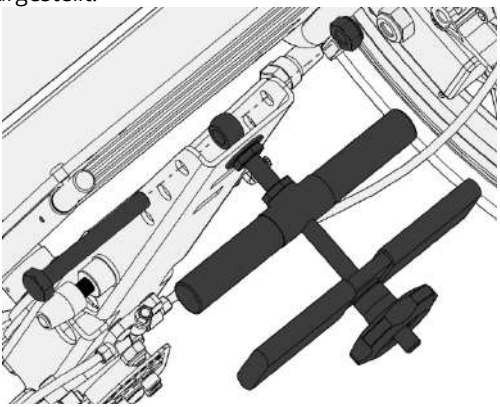

Abbildung 30 - Positionierung des Flansches
- Ziehen Sie ihn dann wie in Abbildung 30 dargestellt fest;